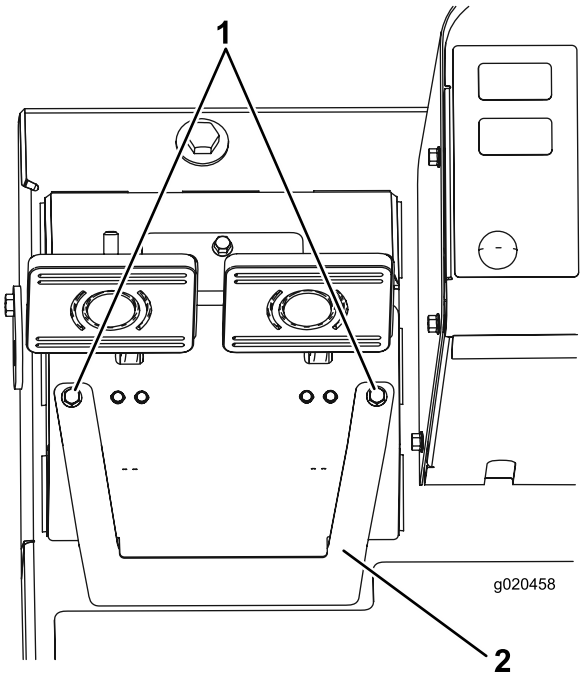

Figuur 67
A. Zet de 2 bevestigingsschroeven los en verwijder de afstelplaat van de rem (Figuur 67).